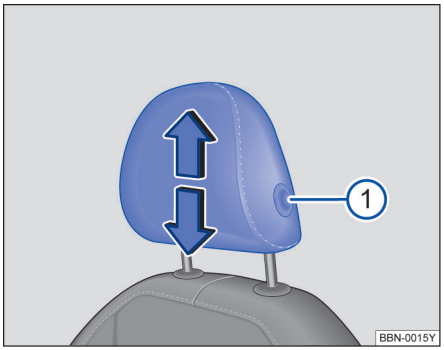

图 67 调整前排头枕 ▶
– 按住按钮→ 图 67①，同时沿箭头方向上推或下压头枕即可将头枕调整至合适高度。